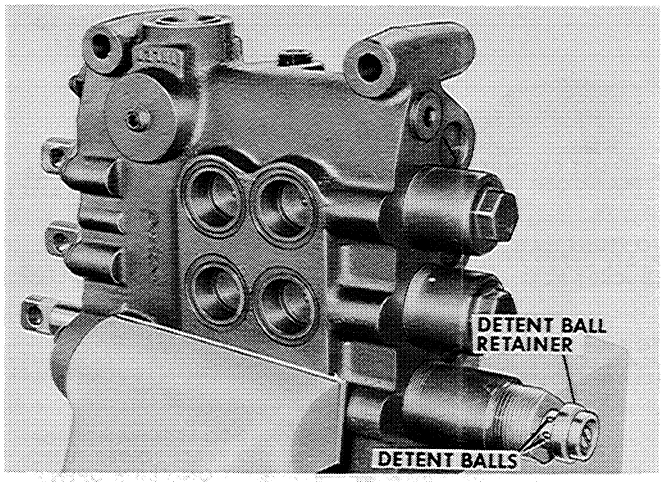

Figure DD-9
3. Remove the detent ball retainer and detent balls, Figure DD-9.